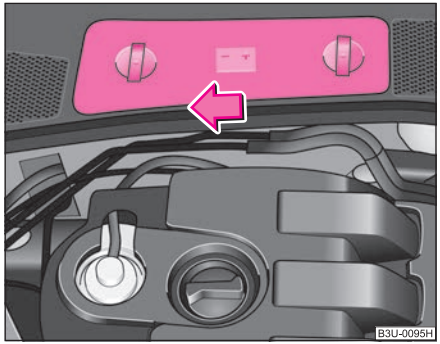

Fig. 178 Engine compartment: plenum chamber - battery cover
– Press the cover in direction of arrow ⇒ fig. 178.